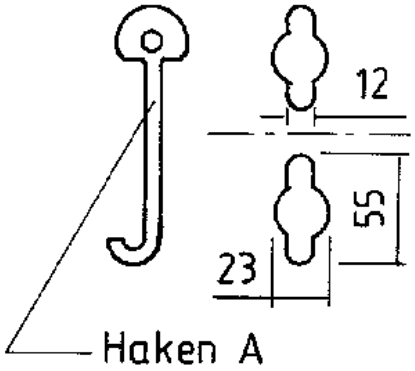
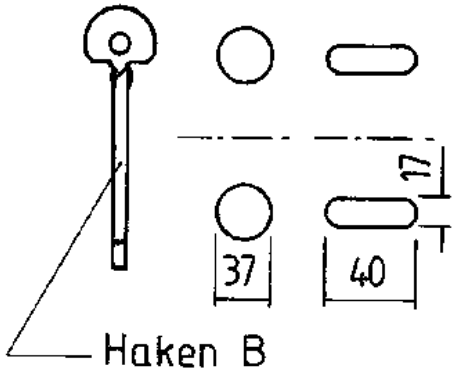

Abb. 2
Abb. 3
2 hooks are required in each case to lift out the lids. Hook A is suitable for round openings with a slot on both sides (Fig. 2) and hook B for round openings or oblong holes (Fig. 3).
- First check whether the hooks A or B fit into the openings and grip the lid securely (Fig. 2 and 3). If this is not the case, special hooks must be used.